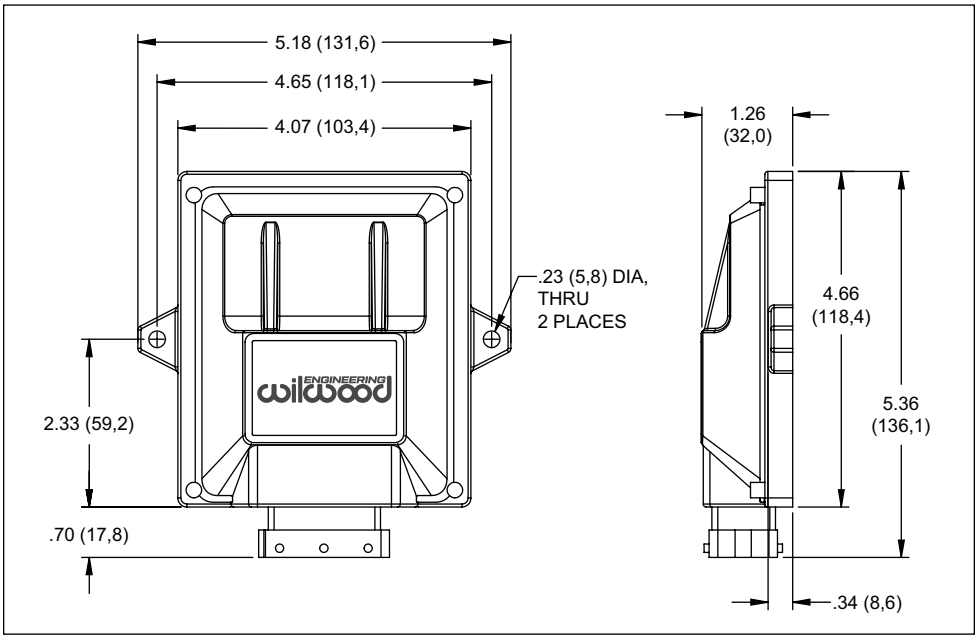

**Figure 1. EPB Control Unit**
- EPB CONTROL UNIT (ECU) - Securely mount the EPB control unit in a suitable location inside the vehicle, such as under the dash. Be sure to allow adequate access to the control unit cable connector. See Figure 1 for mounting dimensions.